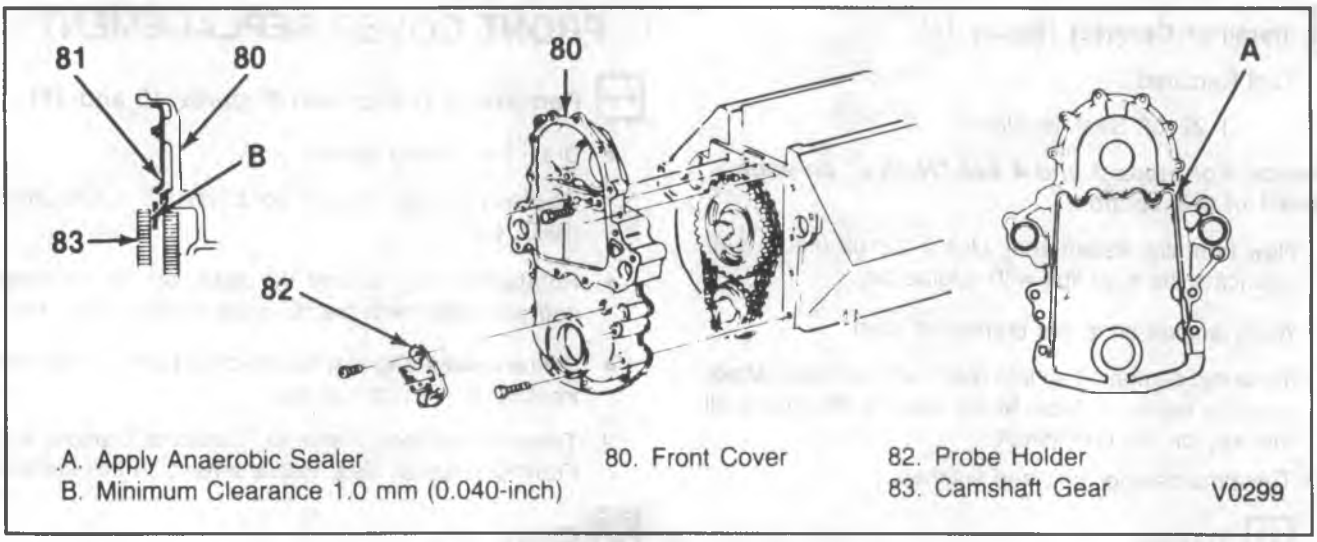

Figure 15—Front Cover and Components
Remove or Disconnect (Figures 15 and 16)
- Apply a 2 mm (3/32-inch) bead of anaerobic sealant (GM part number 1052357 or equivalent) to the front cover sealing area shown in figure 15.
- Clearance between injection pump gear and baffle, if equipped (figure 15). It is necessary to maintain a minimum of 1.0 mm (0.040-inch) between the gear and baffle, or noise may result.
Install or Connect (Figures 15 and 17)